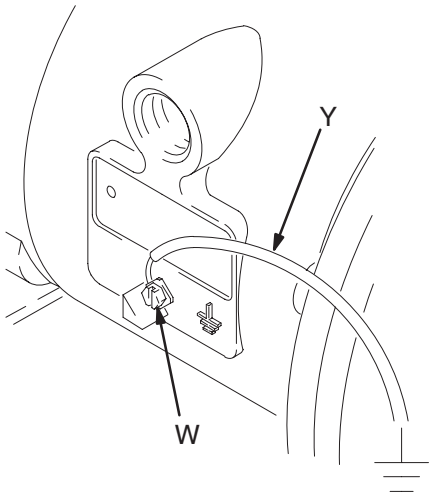

Afb. 1
- *Pomp*: Sluit een aarddraad en aardklem aan zoals afgebeeld in Afb. 1. Draai de aardeschroef (W) los. Steek een einde van een aarddraad (Y), met minimum doorsnede 1,5 mm^2, achter de schroef en draai de schroef goed vast. Verbind het klemuiteinde van de aarddraad met een echte aardaansluiting. Bestel onderdeelnr. 222011 Aarddraad en aardklem.